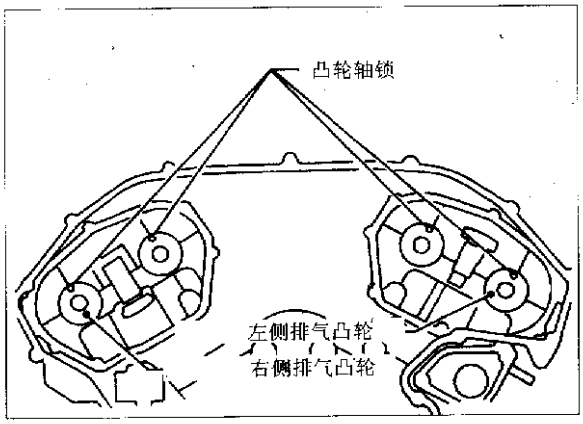

图 2－6－43
b. 凸轮轴位置如下：右排气凸轮轴键在时钟 10 点位置，左排气凸轮轴键在时钟 2 点位置，见图 2－6－43。